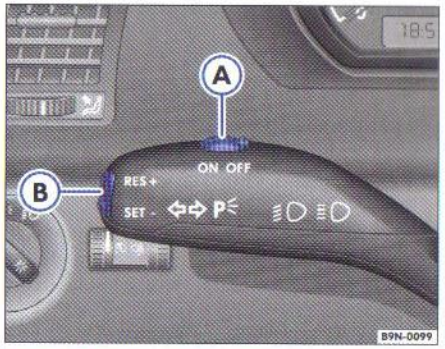

Fig. 60 Maneta pentru luminile de semnalizare și lumina de drum: Comutator și buton basculant pentru GRA
– Împingeți comutatorul ⇒ fig. 60 Ⓐ spre stânga pe **ON**.